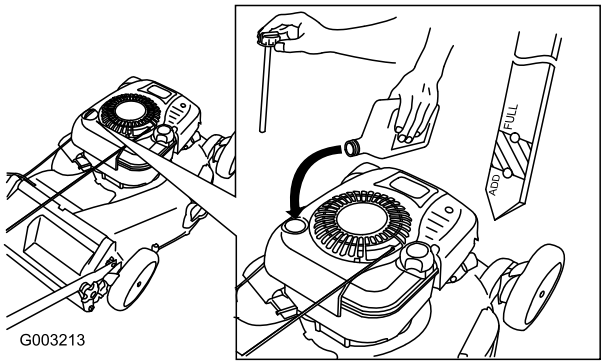

Figur 37
4. Hæld **langsomt** olie i oliepåfyldningsrøret, indtil oliestanden når op til linjen Full (fuld) på målepinden (Figur 37). **Fyld ikke for meget på.** (Påfyld maks.: 0,77 l, type: SAE 30W selvrensende olie med API-serviceklassifikation SF, SG, SH, SJ, SL eller højere.)